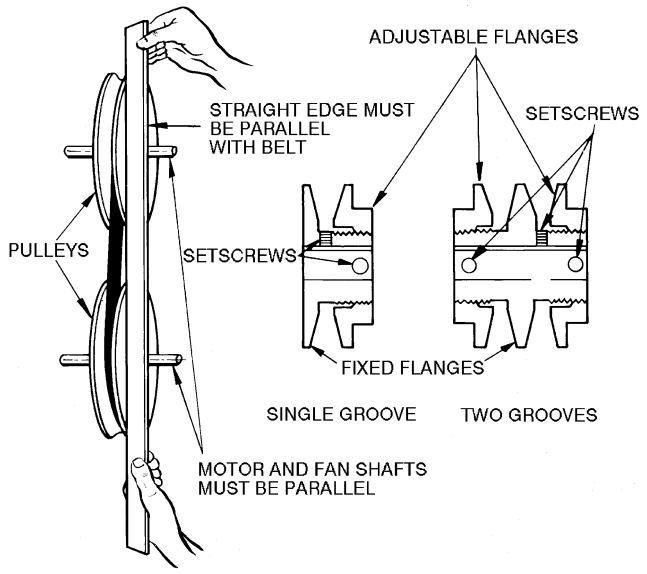

**Fig. 19 — Fan Pulley Adjustments**
3. Use the methods shown in Fig. 19 to check proper pulley alignment.
2. Loosen setscrew in moveable flange of pulley. Screw moveable flange toward fixed flange to increase the fan speed and away from fixed flange to reduce speed. Before tightening setscrew, make certain that setscrew is over nearest flat surface of pulley hub (Fig. 19).